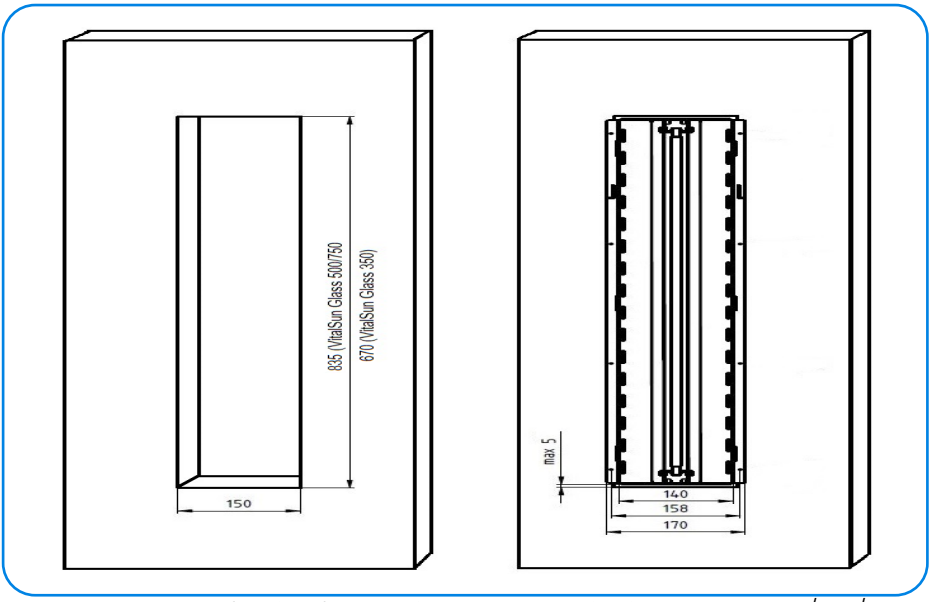

Abb. 3.2 Montageloch für die Infrarot-Heizstrahler der Serie VitalSun Glass 350/500/750
Um das Gerät in der Wand zu installieren, ist es notwendig, ein entsprechend großes Loch zu bohren (Abb. 3.2) und den Abstand zwischen benachbarten Elementen einzuhalten.
- Osadzić promiennik w otworze ściany wraz z przeprowadzeniem przewodu przyłączeniowego do modułu mocy sterownika. Stosować wymiary wg Rys. 3.2, (oznaczenie pozycji urządzenia znajduje się na tylnej części obudowy promiennika)